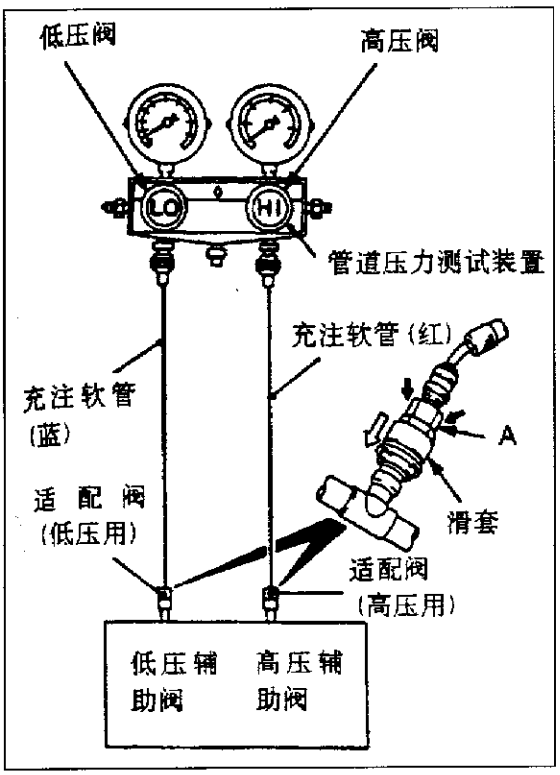

图 9-4-1
(3)将充注软管(蓝)连接到低压阀上，同时将充注软管(红)连接到管道压力测试装置的高压阀上，如图 9-4-1 所示。